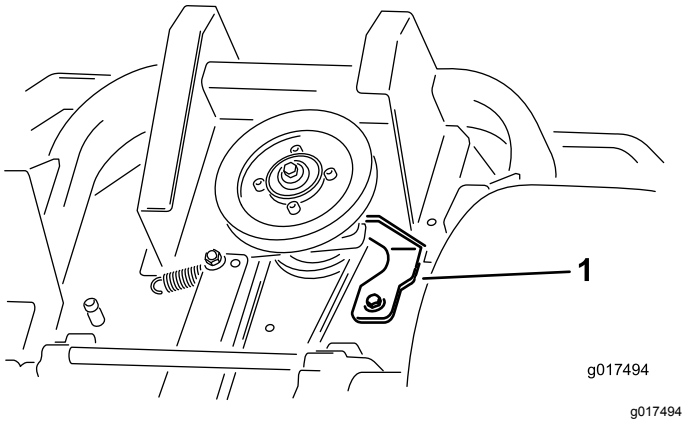

**Figur 63**
5. Fjern koblingsstopperen (Figur 63).
9. Monter koblingsstopperen (Figur 63).